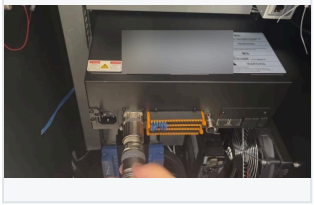
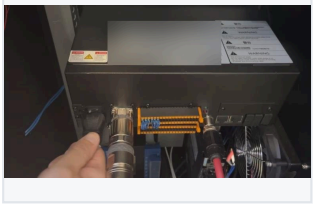

Rys. 32. Podłączanie przewodu ramienia (dokumentacja FAIRINO).
Rys. 34. Przewód zasilający kontrolera (dokumentacja FAIRINO).
13. Podłącz do kontrolera przewód ramienia i przewód kasety przycisków (rys. 32–33). Przewód zasilający kontrolera podłącz do gniazda w szafie o prądzie zgodnym z tabliczką znamionową kontrolera: 10 A albo 16 A (pole Input; instrukcja 01, rozdział 4; rys. 34–35).